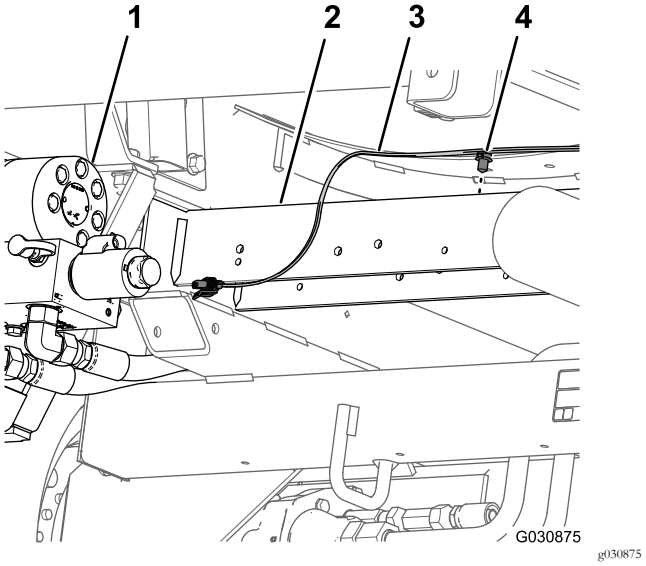

Figuur 26
6. Verwijder de druknagel waarmee de achterste kabelboom (Figuur 26) bevestigd is aan de openingen in de achterste dwarsbuis (achter de hydraulische tractiemotoren).